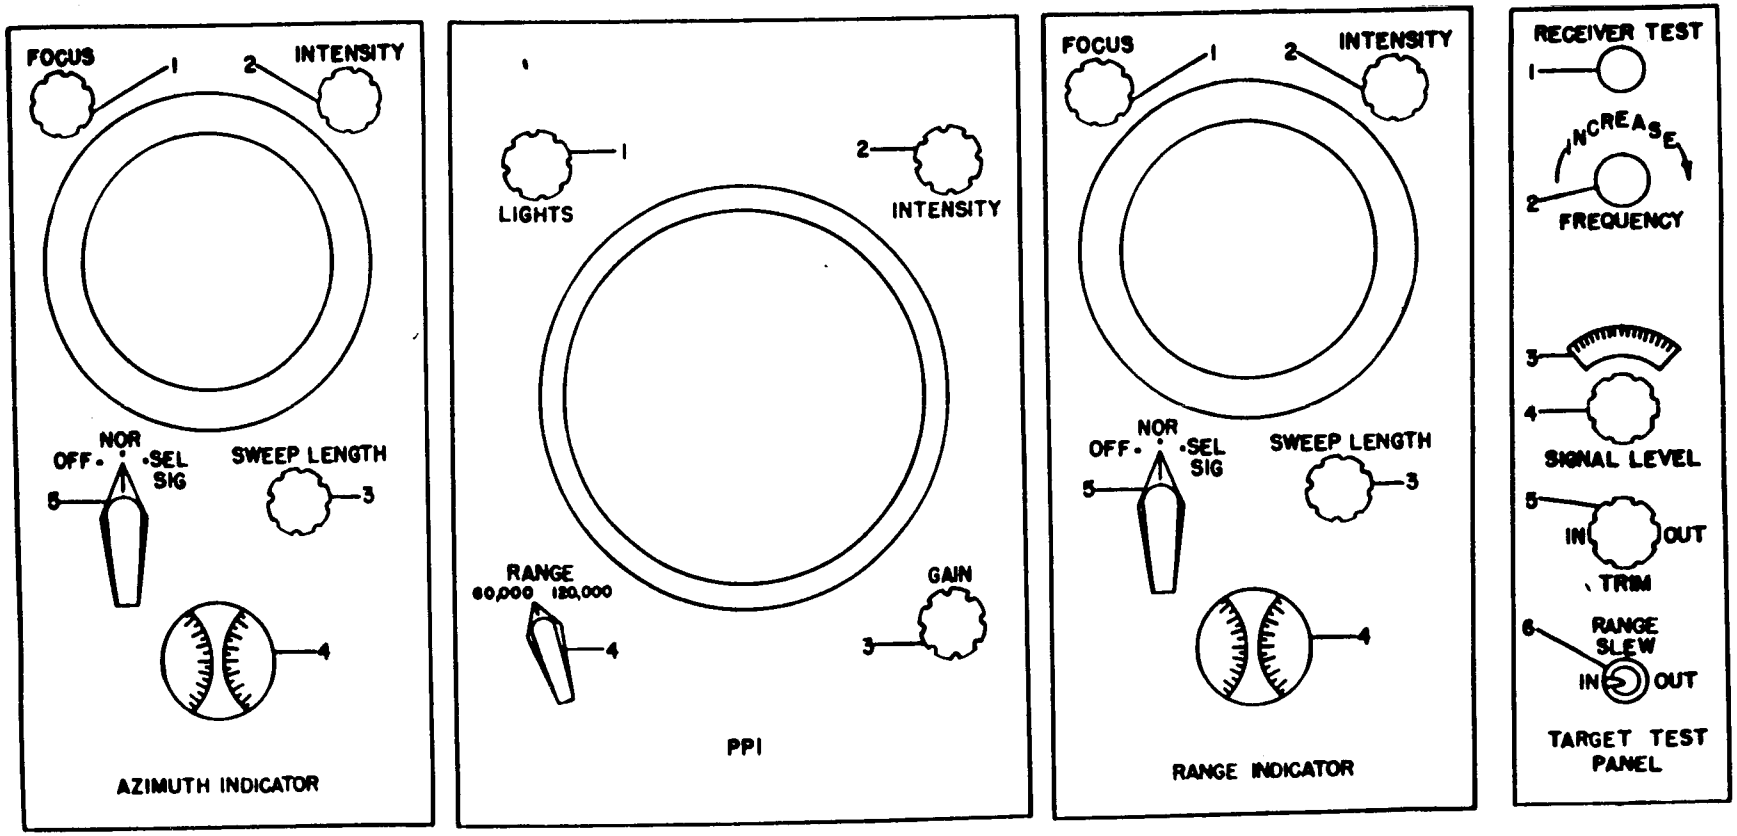

*Figure 27. Azimuth indicator, PPI, range indicator and target test panel.*
(2) Figure 27 and tables XVIII, XIX, XX, and XXI show the indicators and controls on the azimuth indicator, the plan position indicator, range indicator, and target test panel.